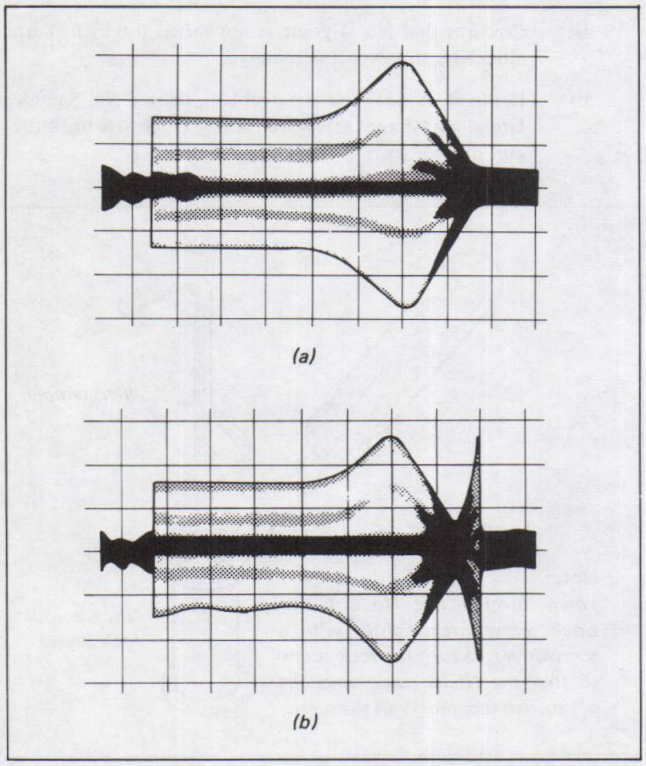
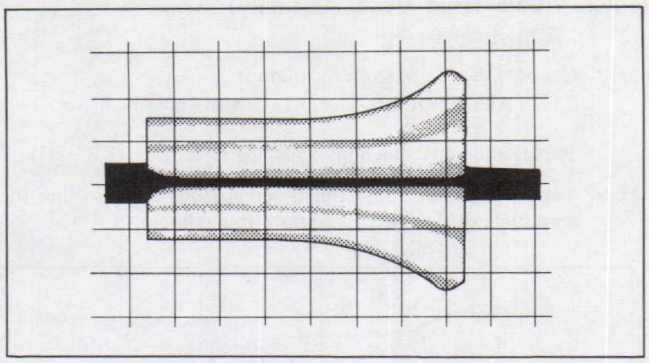
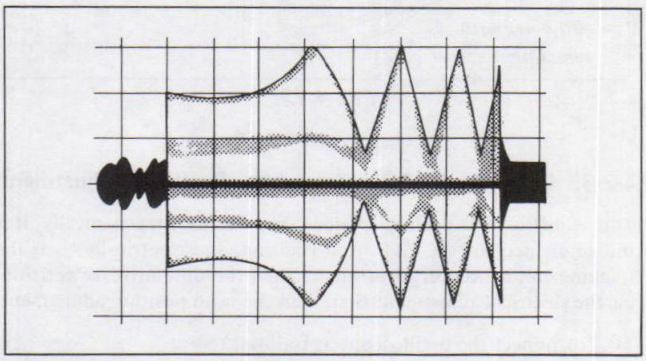

Fig. 4-7.
Fig. 4-10.
Fig. 4-11.
i) If the exit free waveform is within the range illustrated in Fig. 4-7(a), (b), proceed with exit side adjustment.
i) If the waveform is within the range illustrated in Fig. 4-7(a), (b), proceed with the adjustment.
ii) If the exit free waveform appears as shown in Fig. 4-10, turn the ACE lateral adjustment screw clockwise until the waveform is within the range illustrated in Fig. 4-7(a), (b).
iii) If the exit free waveform appears as shown in Fig. 4-11, turn the ACE lateral adjustment screw couter-clockwise to obtain the waveform shown in Fig. 4-10, then turn clockwise again until the waveform is within the range shown in Fig. 4-7.
5) If the RF output waveform is as shown in Fig. 4-10, where the exit side is not flat, lower No. 7, No. 8 guides again to flatten it.